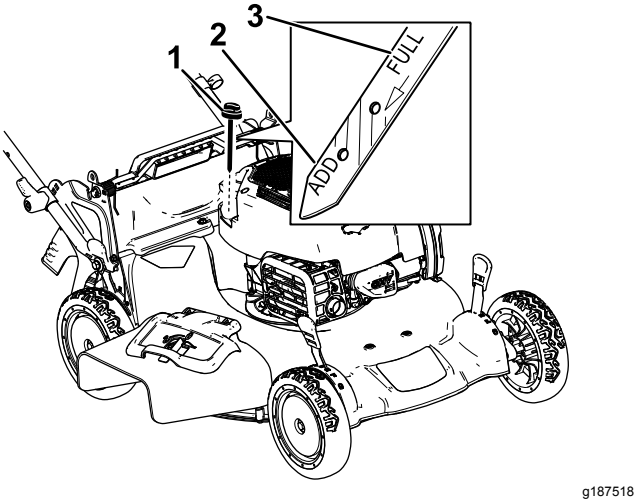

Figur 6
2. Fjern målepinden ved at dreje dækslet mod uret og trække den ud (Figur 6).
7. Aflæs oliestanden på målepinden (Figur 6).